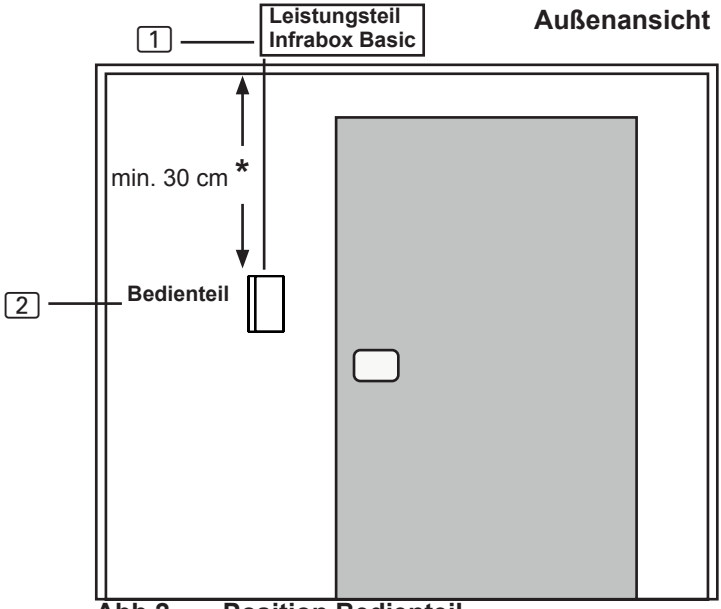

Abb.2 Position Bedienteil
Das Bedienteil 2 der Infrarotsteuerung wird an der Kabinen-Außenwand im maximalen Abstand von 10 Metern zum Leistungsteil 1 montiert (siehe Abb. 2). Für die Montage wird beispielsweise eine handelsübliche Stichsäge benötigt um die Ausnehmung für das Bedienteil zu schneiden. Das Bedienteil kann sowohl in der Kabine als auch außerhalb der Kabine montiert werden.
*Bei Montage innerhalb einer Saunakabine ist ein Mindesabstand von 30 cm zur Kabinendecke einzuhalten (siehe Abb.2 Position Bedienteil auf Seite 11).